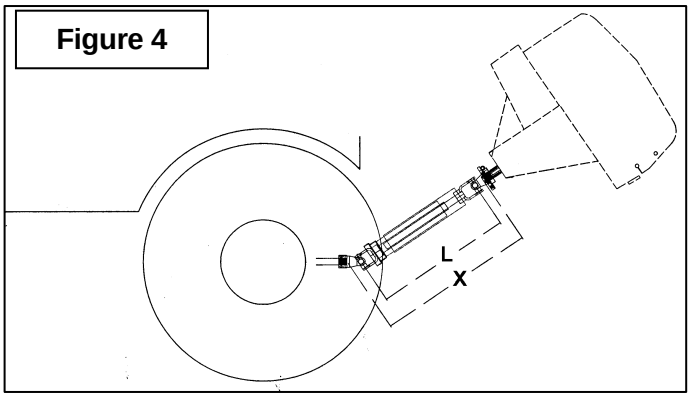

Figure 4
1. To determine the **"L"** length for your tractor model first find the **"X"** factor by measuring the horizontal distance between the end of the tractor's drive shaft and the end of the snowblower's driven shaft when the snowblower is in transport position as shown on Figure 4